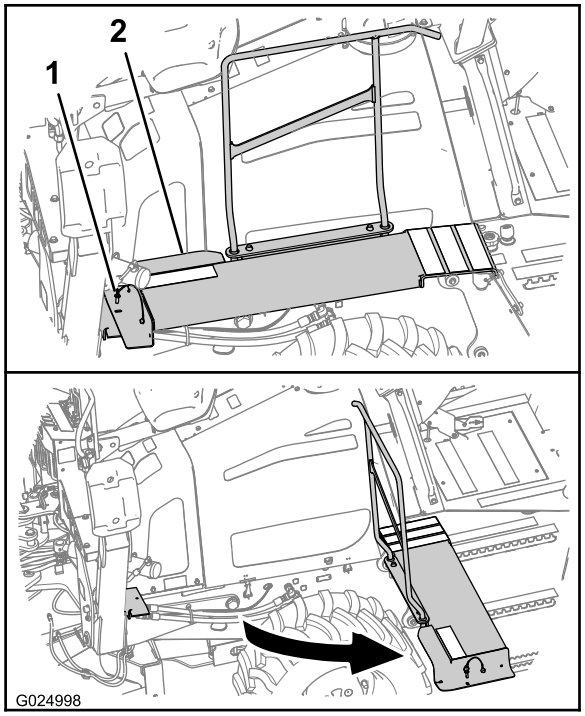

Figure 58
A. Sur le côté gauche de la machine, enlevez la goupille de retenue à l'avant du marchepied (Figure 58).
B. Faites pivoter le marchepied pour l'écarter de la machine, comme montré à la Figure 58.
A. Faites pivoter la partie avant du marchepied à sa position d'origine (Figure 58).
B. Placez le trou du marchepied en face du trou de son support (Figure 58).